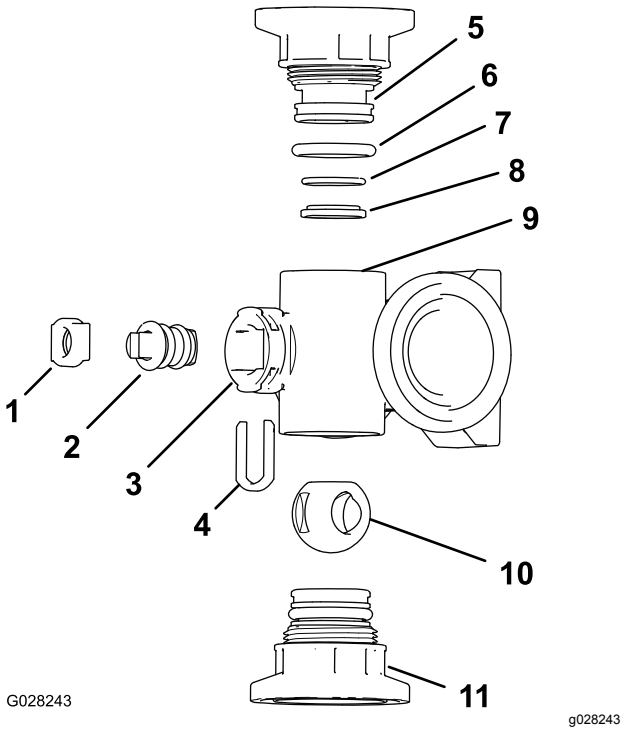
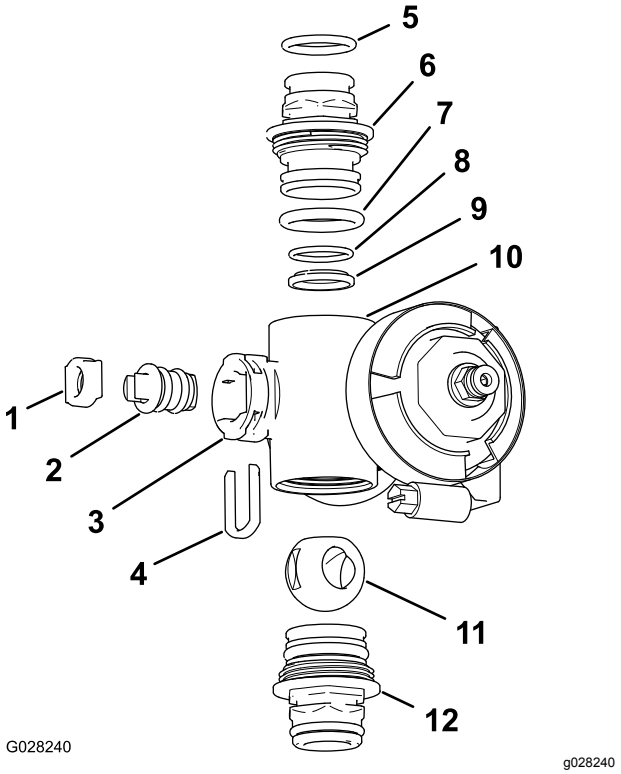

Figur 108
Figur 109
2. Fjern de to kappkoblingsenhetene fra hver ende av manifoldkroppen (Figur 108 og Figur 109).
4. Fjern stammeholderen fra slissene i manifoldets stammeport (Figur 108 og Figur 109).
5. Fjern stammeholderen og ventilstammesetet fra manifoldet (Figur 108 og Figur 109).
6. Ta ut ventilstammeenheten fra ventilkroppen (Figur 108 og Figur 109).
1. Se etter skader og slitasje på uttaksnippel-O-ringene (bare på seksjonsventilmanifolden), kappkobling-O-ringene, de bakre O-ringene og kuleskålen (Figur 108 og Figur 109).
2. Smør fett på ventilstammen og før den inn i ventilstammesetet (Figur 108 og Figur 109).
3. Monter ventilstammen og setet på manifoldet, og fest dem med stammeholderen (Figur 108 og Figur 109).
4. Påse at den bakre O-ringen og kuleskålen er på linje med og plassert i kappkoblingen (Figur 108 og Figur 109)
5. Monter kappkoblingsenheten på manifoldkroppen slik at flensen på kappkoblingen rører manifoldkroppen (Figur 108 og Figur 109), og drei kappkoblingen ⅛ til ¼ omdreining til.